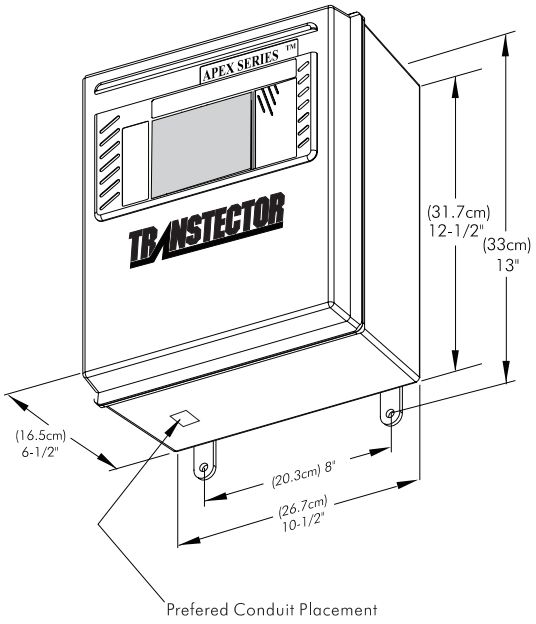

Figure 1 - Mounting Details
Refer to the APEX Series enclosure diagram (Figure 1). Note the suggested locations on either the bottom or the left side of the suppressor enclosure to drill holes to route conduit from the AC power source to the suppressor assembly. Apertures intended to provide a path for AC wiring conductors can be bored anywhere into the suppressor enclosure as long as suppression components are not damaged or obstructed in the process.
Refer to the mounting illustration (Figure 1) for the APEX Series suppressor. Drill four (4) mounting holes anyplace on the mounting surface. Insure mounting holes are spaced 8" (20.38 cm) apart from each other horizontally and are separated 13" (33 cm) vertically.
NOTE: The mechanical and electrical installation illustrations are referenced in Figures 1 through 6 and are applicable with the remaining electrical installation procedural steps.